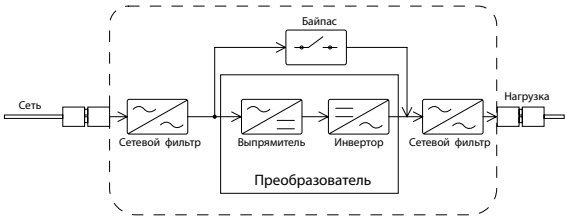

Рисунок 6.
- байпас (присутствует в моделях VOLT ASIVS 800W/VOLT ASIVS 1000W/VOLT ASIVS 1500W/ VOLT ASIVS 2000W/VOLT ASIVS 2500W/VOLT ASIVS 3000W/VOLT ASIVS 3500W/VOLT ASIVS 5000W, рисунок 6) служит для питания нагрузки напрямую от сети, в обход преобразователя. Переход нагрузки на питание через байпас осуществляется автоматически при выходе из строя одного из внутренних элементов стабилизатора или при превышении нагрузкой номинальной выходной мощности инверторного стабилизатора напряжения.